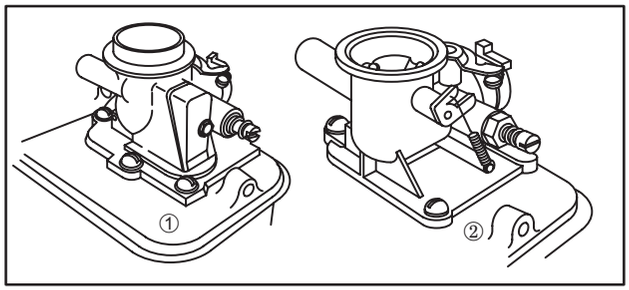

Fig. 218 – PULSA-JET CARBURETORS
There are two (2) basic types of Pulsa-jet carburetors used on above series engines. They are ① Automatic Choke, and ② CHOKE-A-MATIC®, Fig. 218.